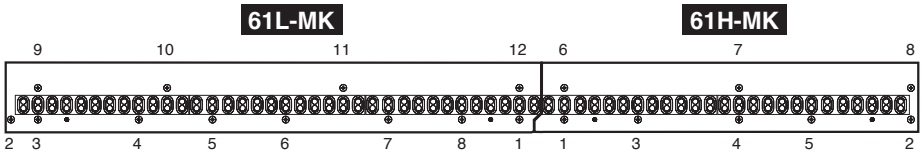

Fig.10
* ***When installing the circuit board 61L-MK, tighten the screws 1 through 12 in numerical order as shown in the figure "61L-MK" in Fig.10.***
* ***When installing the circuit board 61H-MK, tighten the screws 1 through 8 in numerical order as shown in the figure "61H-MK" in Fig.10.***